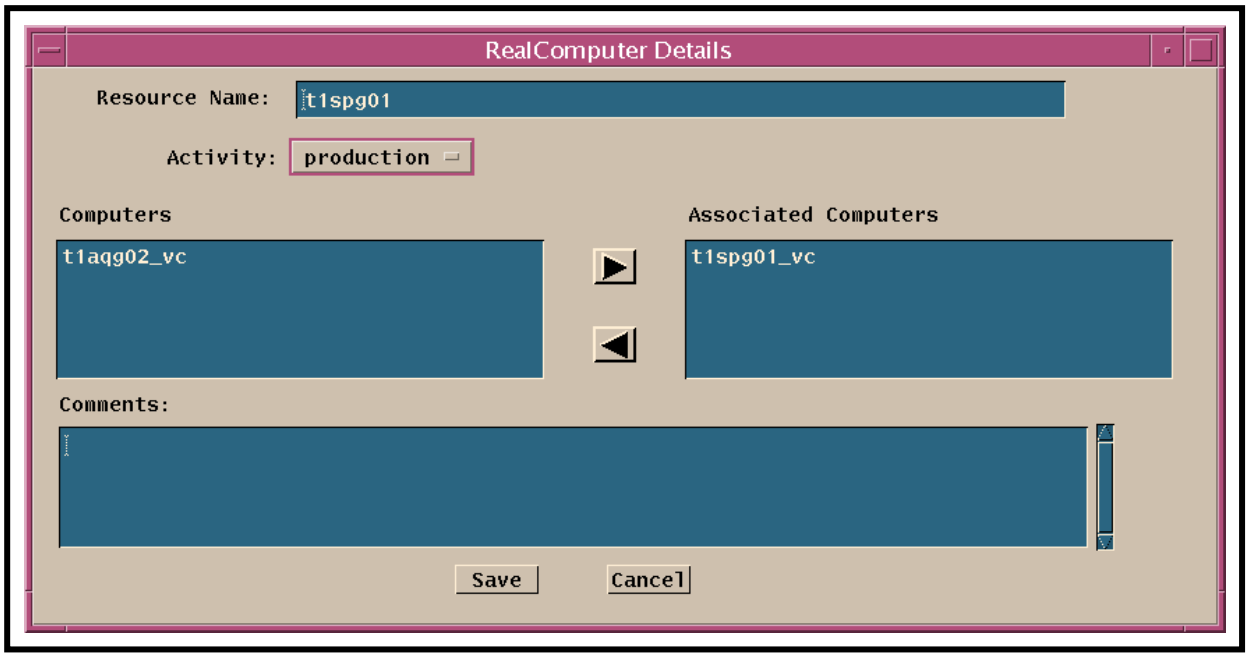

Figure 12. Real Computer Details GUI
- The **Real Computer Details** GUI displayed when the **New…** button on the **Resource Editor** GUI is clicked is similar to the **Real Computer Details** GUI (Figure 12) that is displayed when the **Modify…** button on the **Resource Editor** GUI is clicked.